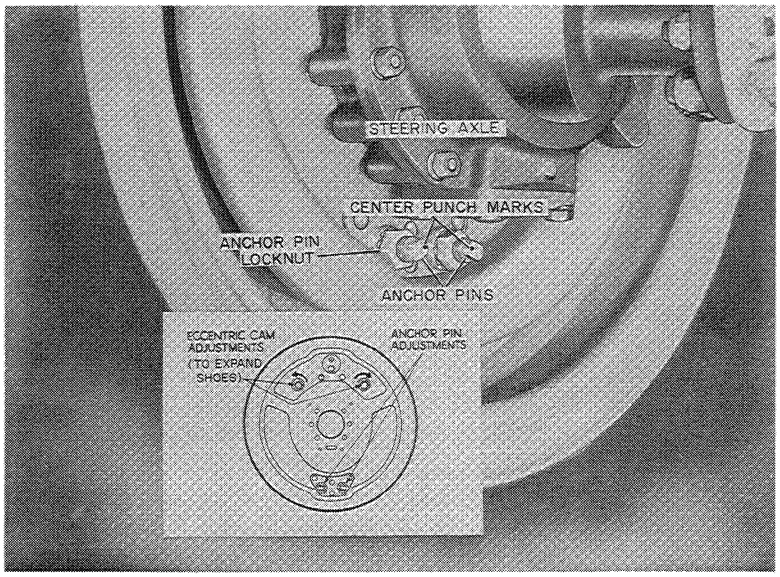

Figure W-46
3. Tighten the anchor pin locknut, make sure the anchor pin does not move from the final setting. The center punch marks on the anchor pins must be towards each other, as shown in Figure W-46. The exact position of the flat section of the anchor will vary however, depending on the drum wear, lining thickness, etc.